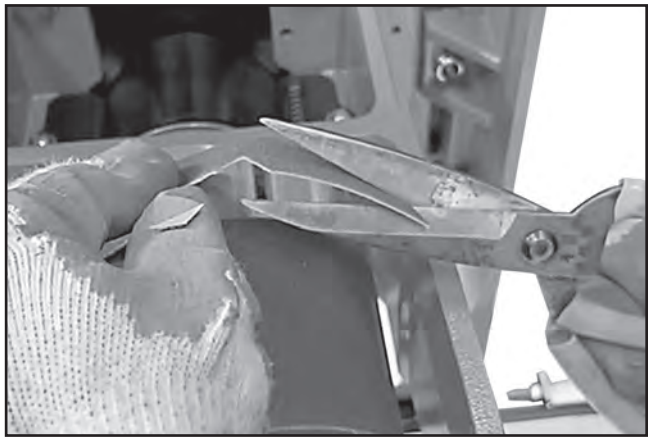

Figure 47. Sandpaper notch cut #4.
4. Cut from center of end of sandpaper up to just inside V-shaped cutout (see **Figure 47**).